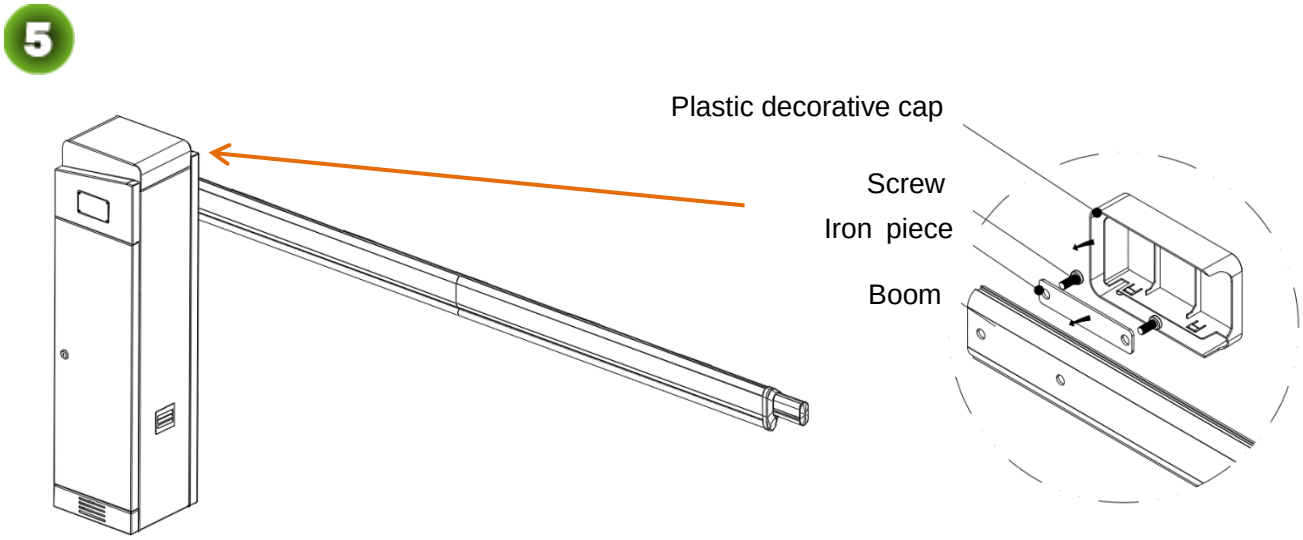

Figure 2-4F Installing the Boom to the Chassis
7) Put the boom on the ground for 30 minutes, let the glue be solid, then mount it on the cabinet, as shown in Figure 2-4F.